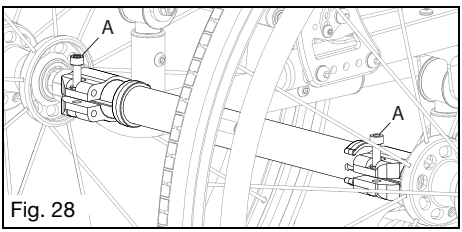

Fig. 28
1. Loosen the two bolts (Fig. 28:A) on the camber clamp using a 5mm Allen wrench. If loosened too much, the square nut may fall out.